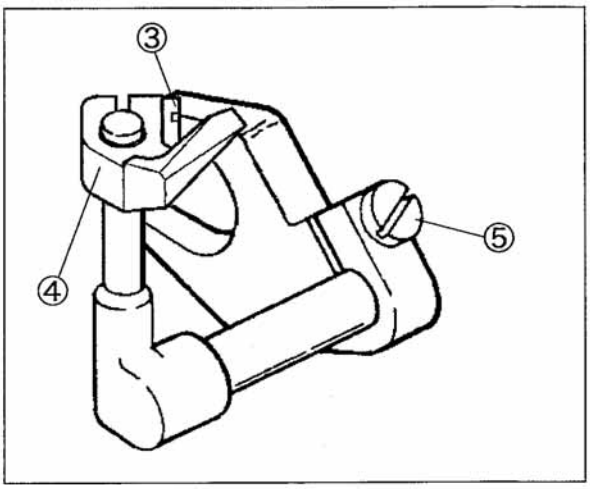
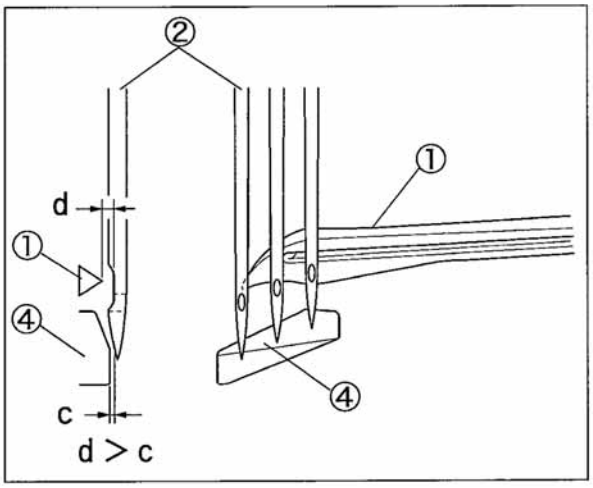

Рис. 6-23
Рис. 6-25
Ослабьте и отрегулируйте винты ③ и ⑤ таким образом, чтобы соблюдались следующие 3 условия: (Рис. 6-23)
(1) В момент когда петлитель ① движется справа налево и носик петлителя ① достигает правой иглы, игольная защита (задняя) ④ должна соприкасаться с иглой таким образом, что расстояние между правой иглой и петлителем ① было равно 0.
(2) В момент когда носик петлителя ① достигает средней иглы, отрегулируйте угол игольной защиты (задней) ④ таким образом, чтобы расстояние между средней иглой и петлителем ① равнялось 0.
(3) В момент когда носик петлителя ① достигает левой иглы ②, даже при нажиме на левую иглу ② защита иглы (задняя) ④ удерживает левую иглу ② не касаясь носика петлителя ①. (Рис. 6-25)
Ослабьте и отрегулируйте винты ③ и ⑤ таким образом, чтобы соблюдались условия ① и ③, описанные выше. (Рис. 6-23)